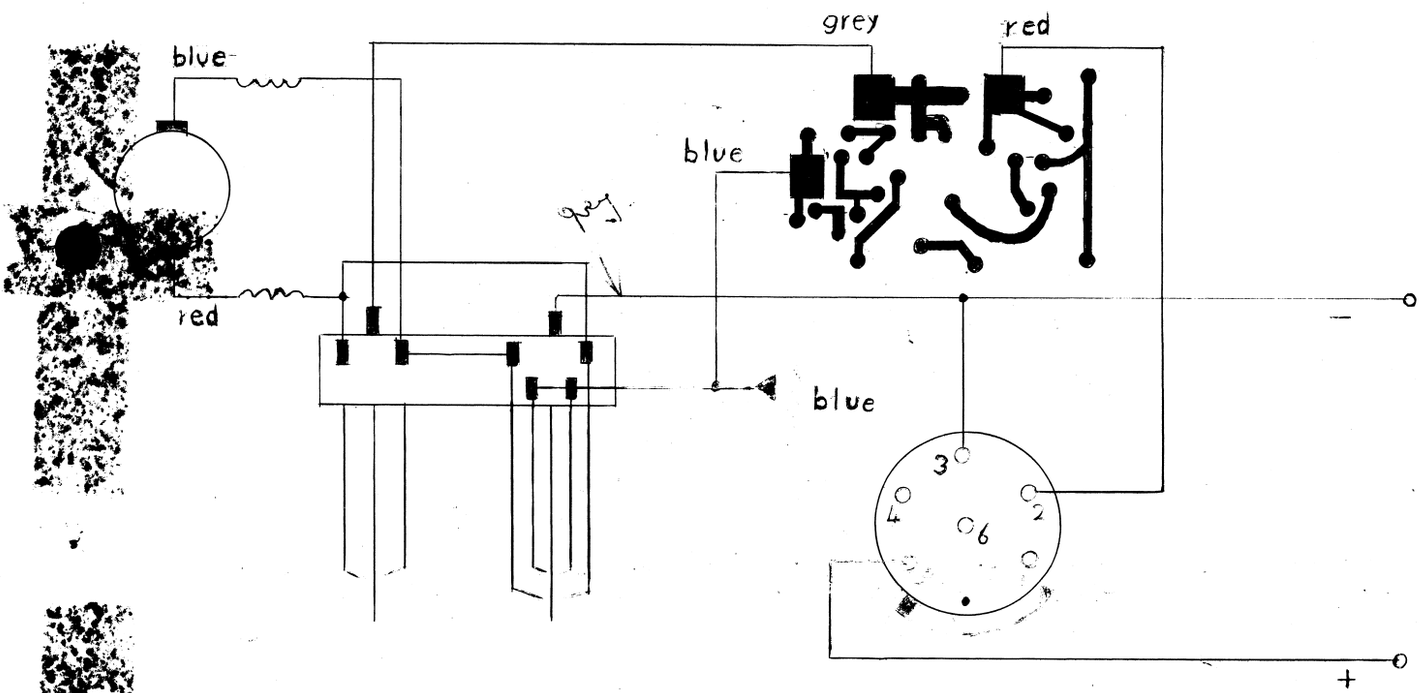

Fig. 2
k. Then connect the switch and the motor as indicated in Fig. 2.